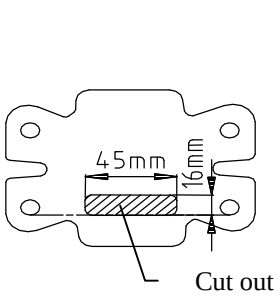
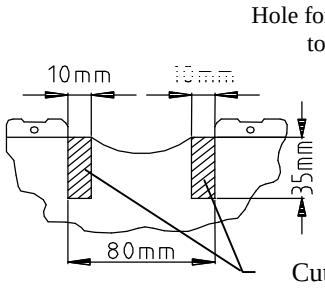

Fig.2
Fig.3
3. In rear piece make holes according to fig. 2.
4. In made holes put fish-plates with nuts (pos. 4).
5. To chassis members put main bar (pos. 1) and fix it using bolts Ml0x35mm (pos. 8) with fish-plates (pos. 4) through holes pos. A.
6. Through towbar holes (pos. B) and holes in rear part of the car fix main bar using bolts M10x35mm (pos. 8) and big circle washers (pos. 10).
7. Reassemble the bumper (early cut out his fragment – see fig. 3).